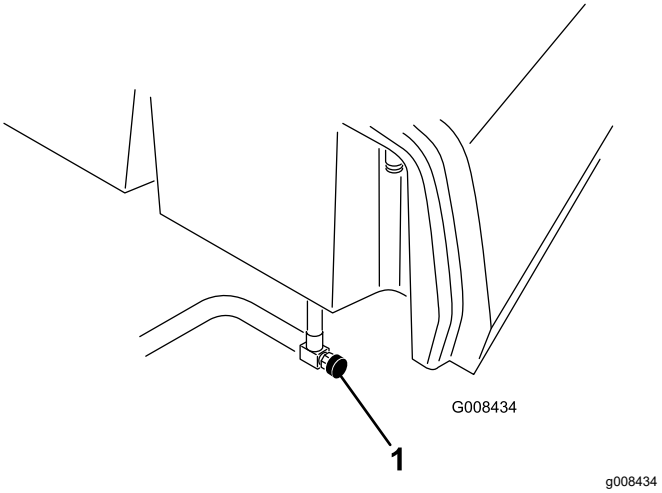

**Figuur 35**
1. Sluit de brandstofafsluitklep (Figuur 35) onder de brandstoftank.